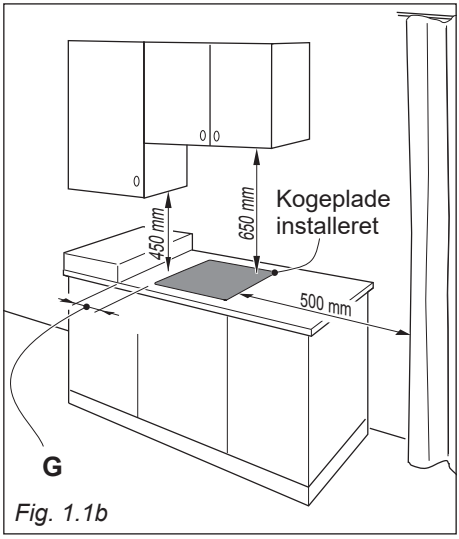

Fig. 1.1b
- Der skal være en min. afstand mellem overskab/emhætte og kogepladen på 650 mm iht. fig. 1.1b.